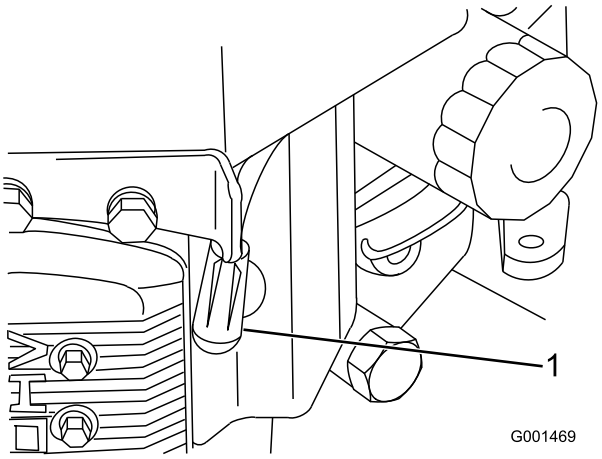

Figur 26
3. Kobl tændrørskablerne fra tændrørene (Figur 26).